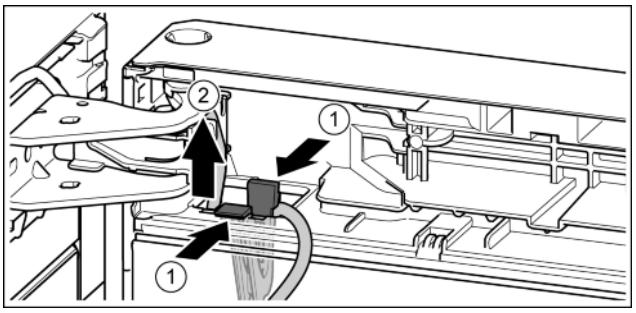

Fig. 23
- ▶ Press the tab. *Fig. 23 (1)*
- ▶ Remove the cable holder with its cable. *Fig. 23 (2)*